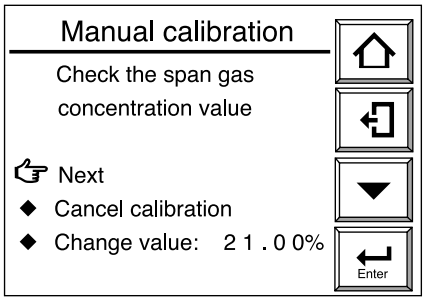

Figura 7.18 Calibrazione manuale
(2) Premere il tasto [Enter] per selezionare la calibrazione del gas di span. Viene visualizzato il display Manual Calibration illustrato nella figura 7.18. Controllare che la concentrazione di ossigeno nel gas di span di questo display coincida con la concentrazione di ossigeno nel gas di calibrazione in uso. Se il controllo è positivo, selezionare Next nel display Manual Calibration.